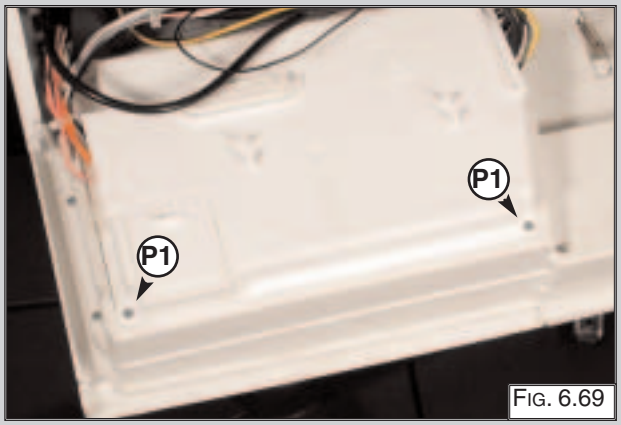

Fig. 6.69
1. Remove the inspection cover on the reverse of the control panel and unscrew the screws "P1"(Fig. 6.69);